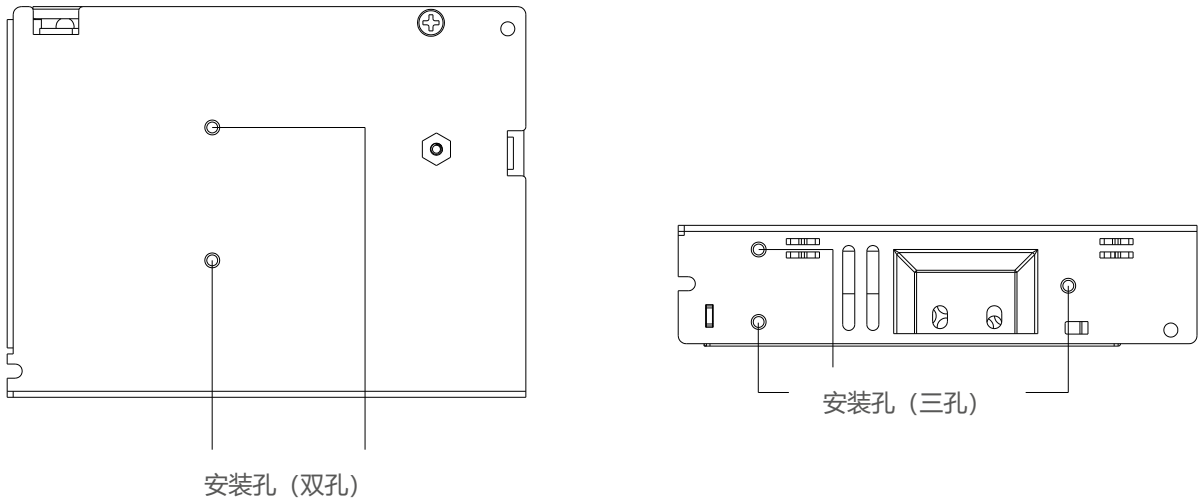

图. 3 装配示意
Ⓐ 底面安装：图 3 显示为安装孔位置，电源供应器装配于金属安装表面。
- 使用软性电线（绞线或实心）AWG No.18-12，用户应根据实际输出电流计算选择合适之电线规格（形式/数量/直径）。端子台/连接器扭力不得超过 8 Kgf.cm. (6.94 lbf.in)，拔线长度不得超过 0.275” 或 7 mm (参见图 3)。